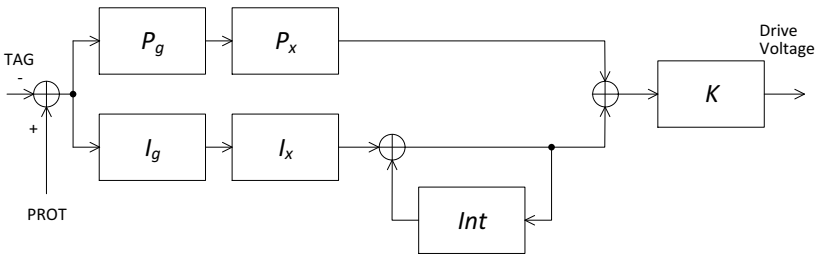

Figure 18. PI Speed Controller Block Diagram
Closed−loop motor rotation speed controller (PI) is provided. The block diagram is shown in Figure 18.